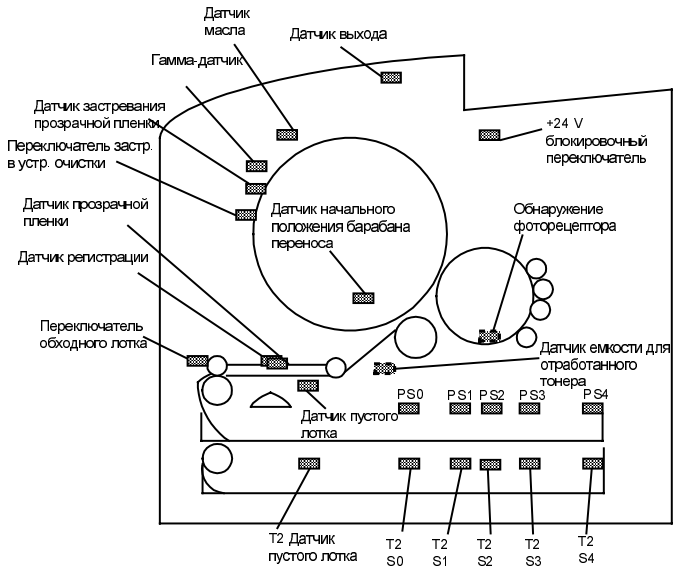

Рисунок 2-1. Расположение входных элементов
2. Показанный справа рисунок 2-1 вы также можете найти в разделе 6, на нем показано местоположение входных электрических элементов принтера (датчиков и выключателей). Он поможет при обращении к программе проверки датчиков. Пользуйтесь этим рисунком, если вы не знаете, где находится тот или иной элемент. Электрические схемы раздела 7 могут также оказаться полезными при поиске различных электрических элементов.